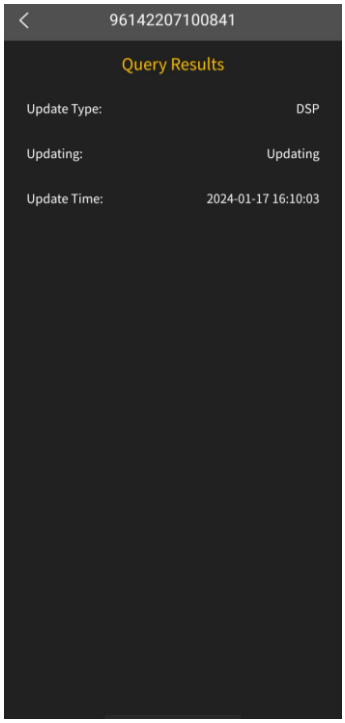

Figure 2
updated. In the example shown in Figure 2, DSP is selected.
6. Enter the password provided by the supplier in the input field and then click "OK". The dialog "Send update command success" will pop up, as shown in Figure 2. The firmware will start updating. Please wait until it is successfully updated. (Be sure to maintain good network conditions and ensure that the inverter is powered on during updating.)
(1) If the inverter is updating, the query result will be shown as in Figure 2.